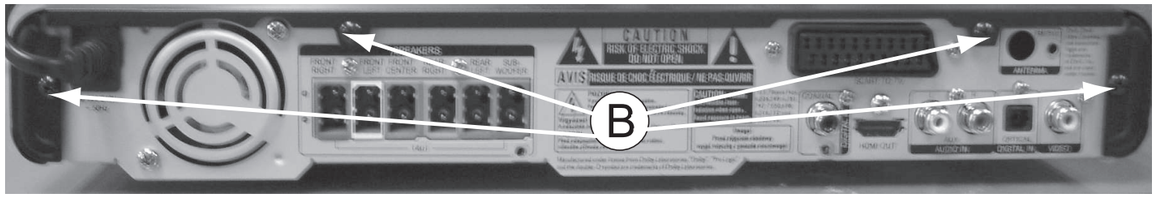

Figure 5
- 4 screws “B” at the back panel as shown in figure 5.